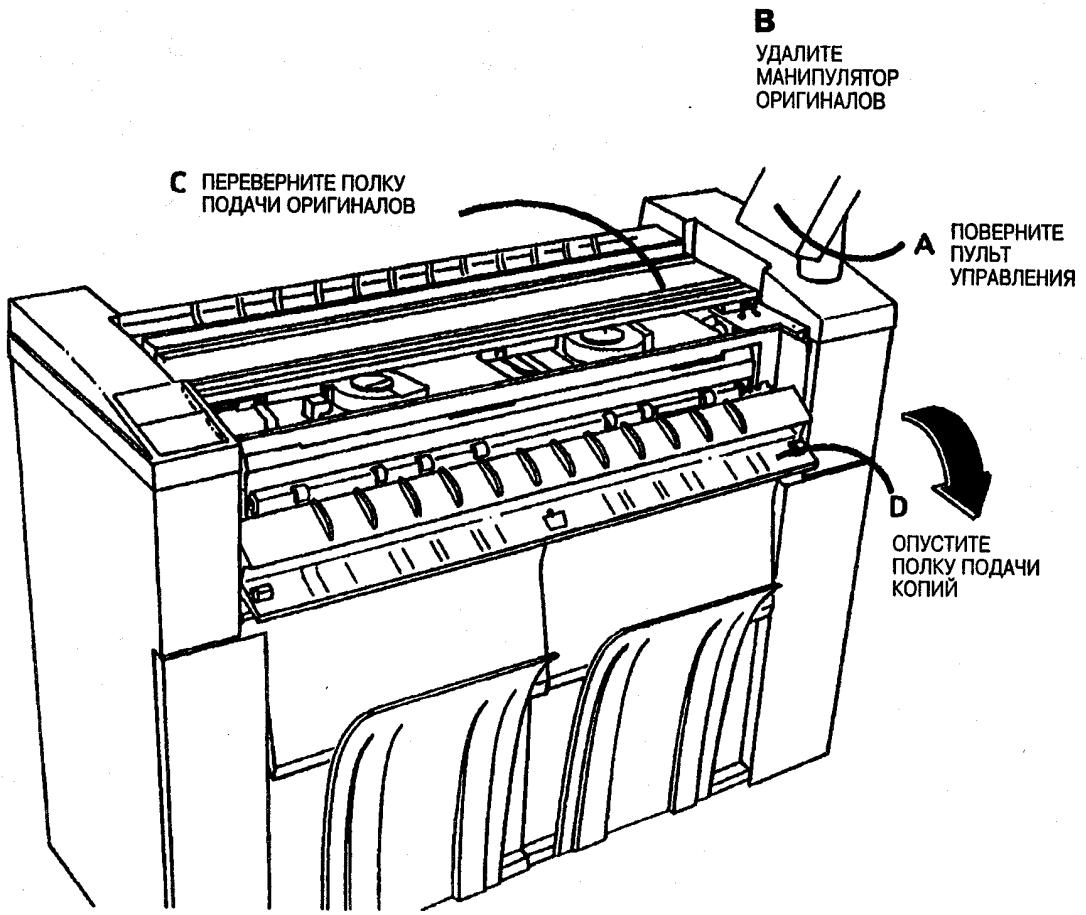

Рис. 1: Подготовка к инициализации нагревательного вала фьюзера.
1. (Рис. 1): Подготовьтесь к инициализации нагревательного вала фьюзера.